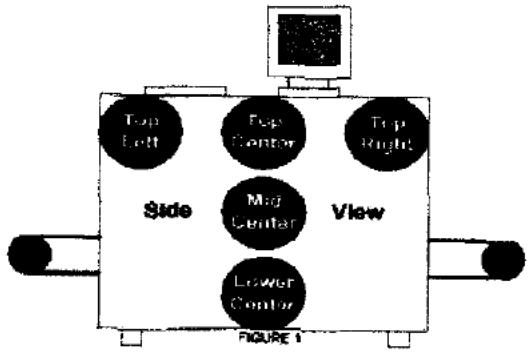

FIGURE 1
2. While holding the meter 5 centimeters (about 2 inches) from the surface, take readings in the area of the circles shown (Figure 1 above) on BOTH sides (Left and Right) of the X-ray machine (total of 10 readings):